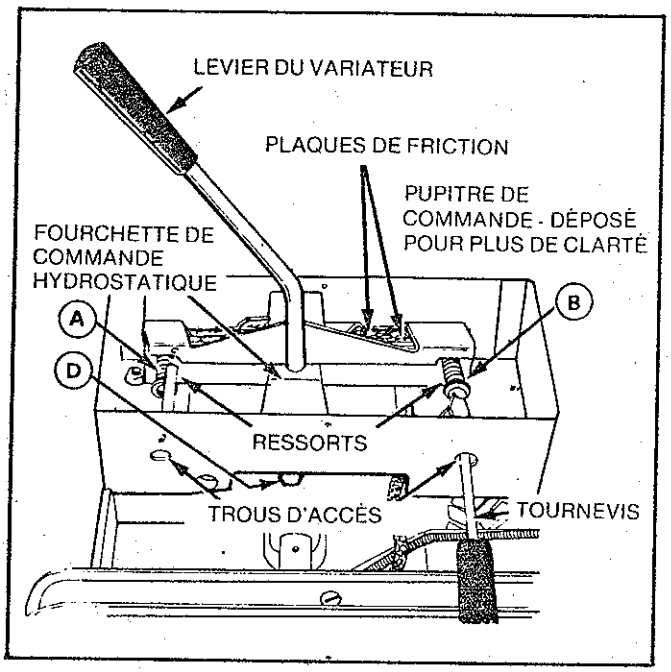

FIGURE 18
1. Huilez le galet dans l'encoche de la plaque de la came, voir figure 18 avec quelques gouttes d'huile légère toutes les 25 heures de fonctionnement ou mensuellement.
Les plaques de friction, illustrées en figure 18, doivent être réglées pour que le levier puisse être déplacé sur toute sa course avec un minimum d'effort, en position de "MARCHE AVANT" et de "MARCHE ARRIÈRE". Cependant, les ressorts doivent exercer une pression suffisante sur les plaques de friction de manière, que dans les conditions normales de fonctionnement, le levier du variateur hydrostatique reste sur n'importe laquelle des positions sélectionnées.